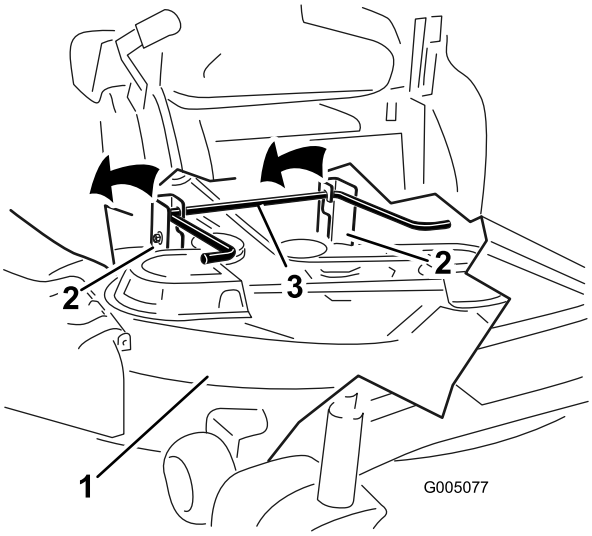

**Figur 68**
5. Løft klippeenheten og hengerbrakettene klar for bakre løftestang og senk klippeenheten forsiktig til bakken (Figur 68).
5. Løft bakre del av klippeenheten og før hengerbrakettene over bakre løftestang (Figur 68).